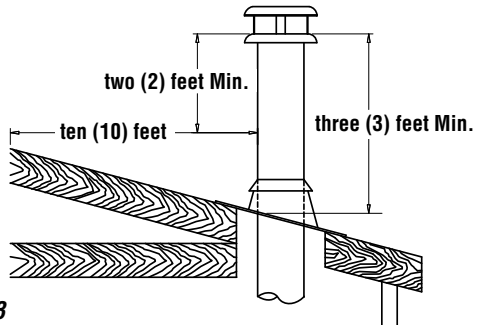

Figure 33
4. The minimum chimney height is twelve (12) feet (3.7 m) above the unit; the maximum is 30 ft (9 m). Add 3 ft (0.9m) for one set of offsets and 5ft (1.5m) for two sets. To compensate for altitude, add 18" (450 mm) to the chimney for every 2,000 feet (600 m) above sea level.
5. **All chimney installations must include at least one support.** Reducing the amount of chimney weight on the fireplace will help avoid the noise created when the fireplace expands. This can be achieved by having the chimney supported by the supports. The maximum chimney length that can be supported by the fireplace is nine (9) feet (2.75 m).
6. The chimney must extend at least three (3) feet (915 mm) above its point of contact with the roof and at least two (2) feet (610 mm) higher than any wall, roof or building within ten (10) feet (3m) of it ***(Figure 33)***.
7. If the chimney extends higher than five (5) feet (1,500 mm) above its point of contact with the roof, it must be secured using a roof brace.